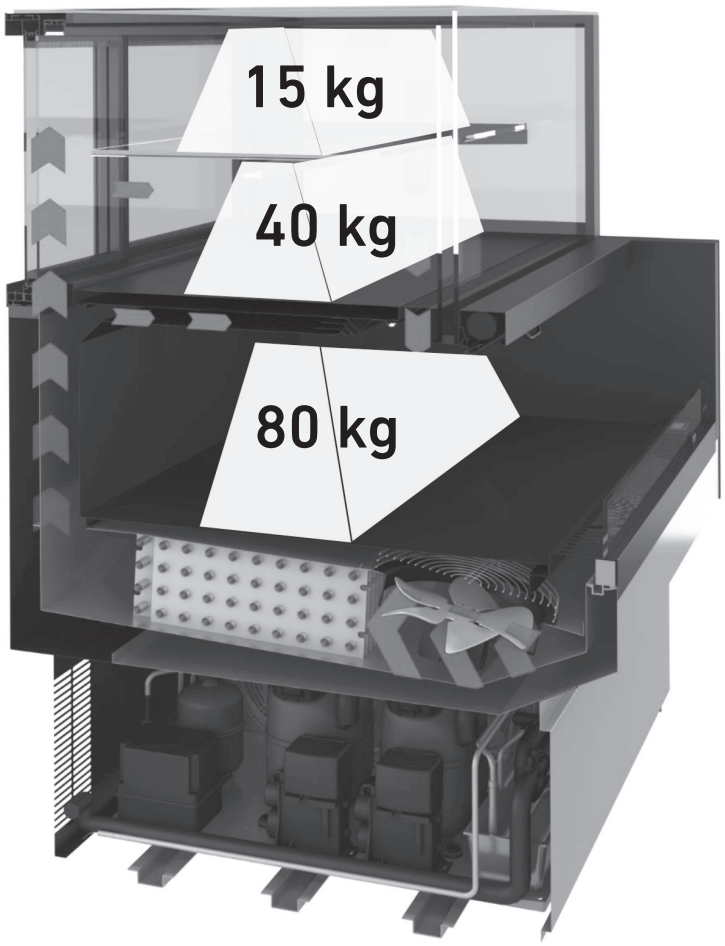

fig. 7
- disporre il prodotto uniformemente, evitando zone vuote (fig. 7)
## 5.1 Carico massimo (fig.7)